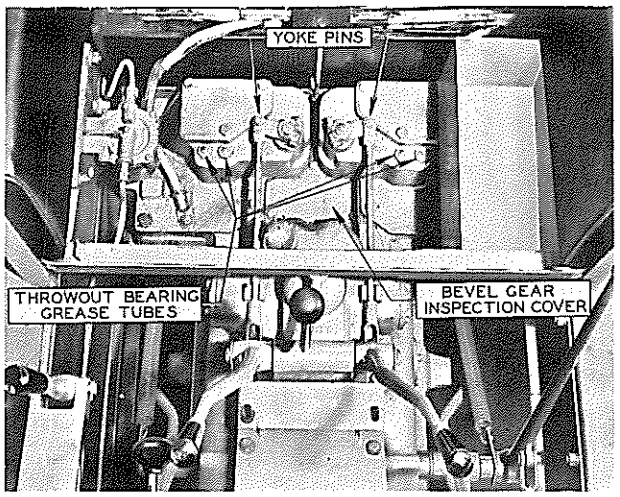

FIG. 2
8. Remove yoke pins from rear end of steering clutch rods. Fig. 2.
cover assembly. Fig. 2.